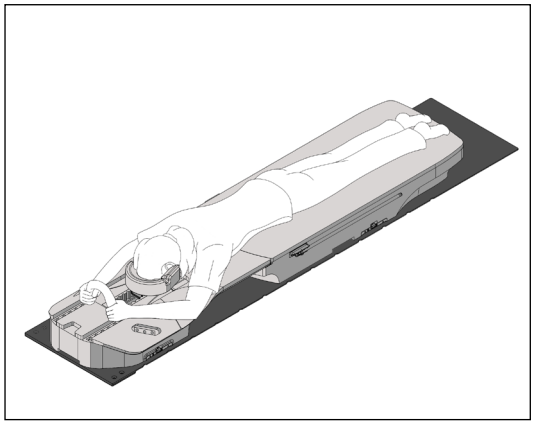

Abb. 14
5. Wenn der Patient in der richtigen Position liegt, positionieren Sie seinen Kopf in der Kopfstütze und bitten Sie ihn, die geeigneten Handgriffe zu ergreifen (Abb. 14).